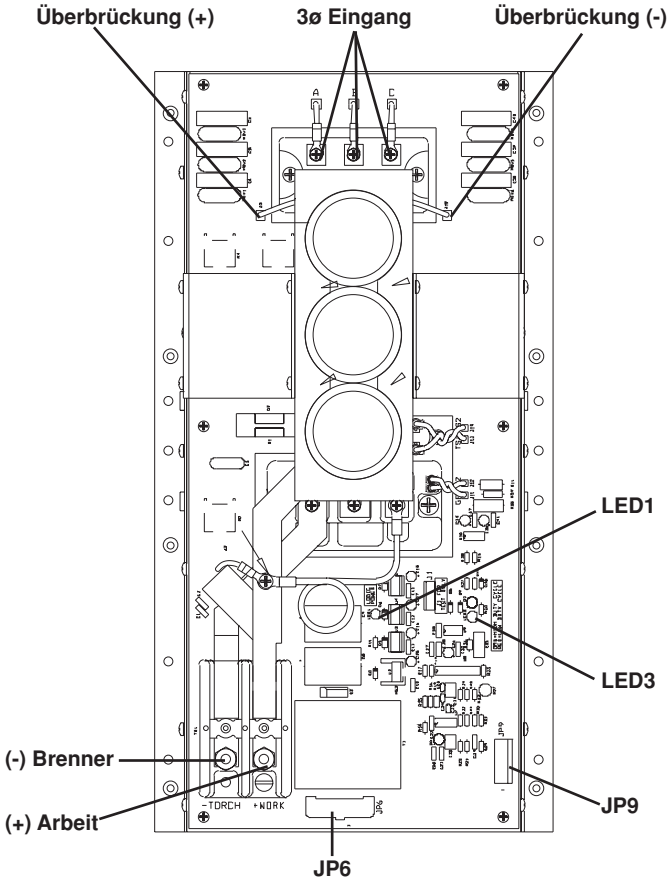

Abbildung 6-3 Chopper-Modul – Vorderansicht
3. Positivkabel des digitalen Multimeters an die **+**-Seite der Überbrückung anbringen und Negativkabel an die -Seite der Überbrückung. Siehe Abb. 6-3. Es ist zu beachten, daß die tatsächlichen Anschlußpunkte durch die Kappenhilfsklammern in Abb. 6-3 verborgen werden.
CH1 • Positiv-Leitung des digitalen Spannungsmessers an Punkt (+) WORK (ARBEIT) auf dem Chopper-Modul (Draht Nr. 48A) und Negativ-Leitung an Punkt (-) TORCH (BRENNER) (Draht Nr. 39A) anbringen. Siehe Abbildung 6-3.